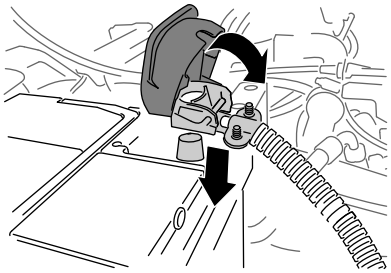

Figure 9
1. Assemble the negative battery cable onto the negative battery post (Figure 9).
2. Align the insulator cover of the battery-cable terminal and close the cover (Figure 9).